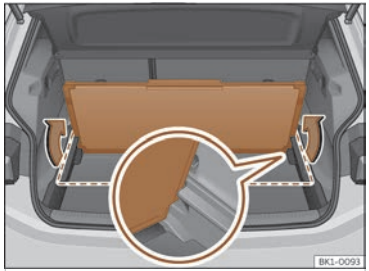

**Fig. 172** In the luggage compartment: attach the second luggage compartment floor.
- Once folded, lift it up and insert it into the side brackets, with the open side facing downwards ››› **Fig. 172** (enlarged image).